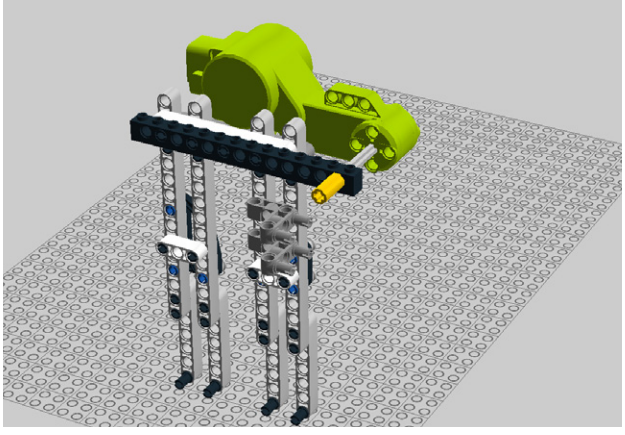

Figure 5-39. *Step 32: Snapping the motor in*
32. The motor comes next. This will raise and lower the mixing arm. Attach it as shown in Figure 5-39.